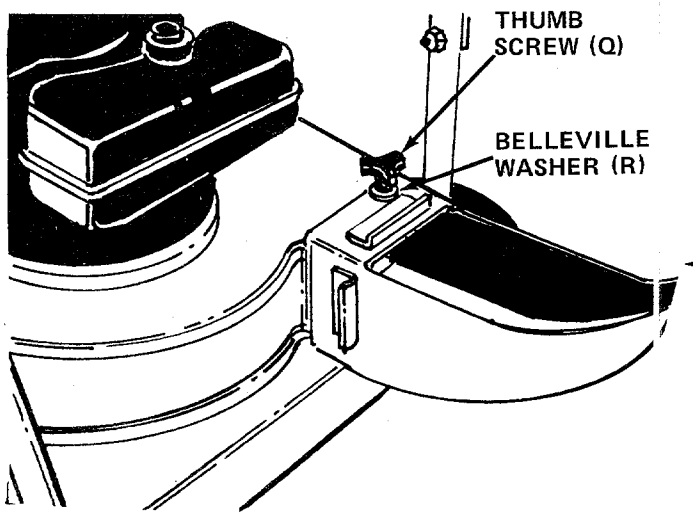

FIGURE 9
11. Secure air duct with thumb screw (Q) and belleville washers (R). Cupped side of washer must be against the air duct. See figure 9.